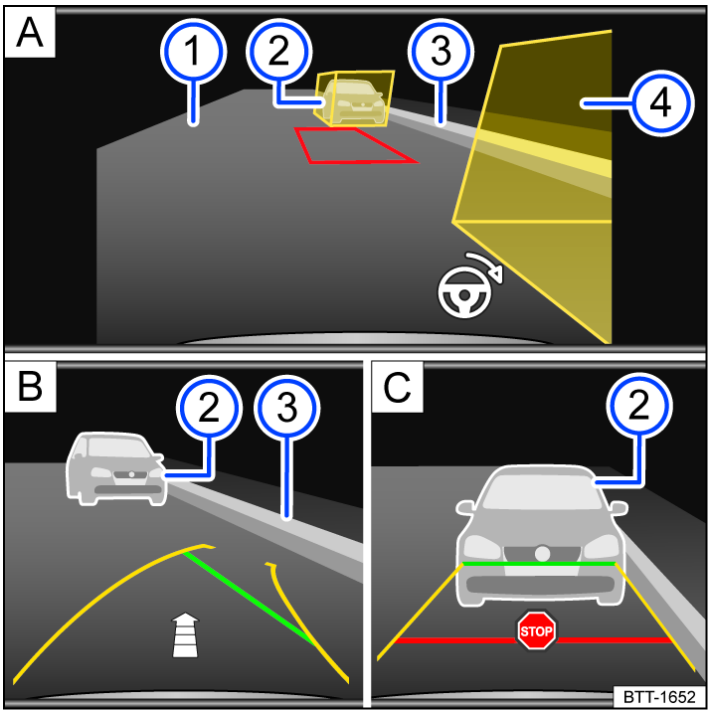

Fig. 2 Infotainment system: Parking parallel to the road.
4. Position the vehicle at a distance of approximately 1 m(3 ft) parallel to the parking row. The yellow assisting boxes must cover the obstacles → *fig. 2* A (2) or (4). The area in between must be free of obstacles.
5. Select the reverse gear. A red frame represents the target position of your vehicle→ *fig. 2* A.
6. Turn the steering wheel until the red frame moves between the assisting boxes and becomes green→ *fig. 2* A. Hold the steering wheel in this position while driving in reverse.